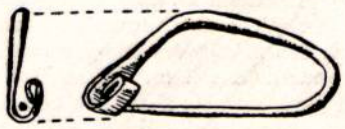

Abb. 191. Gewandnadel, um 1400 v. Chr.
1. Drahtfedern kommen als hölzerne Federn (s. d.) früh vor. Als Metallfedern finden wir sie um 1400 v. Chr. an den einfachsten Gewandnadeln (Abb. 191) aus Bronze.